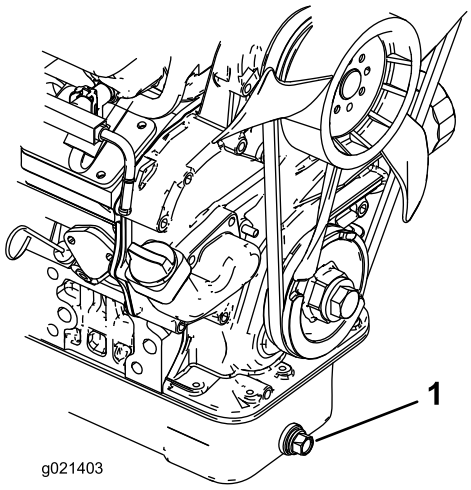

Figur 46
1. Afmonter aftapningsproppen (Figur 46), og lad olien løbe ned i en drænbakke. Sæt aftapningsproppen på igen, når olien holder op med at løbe.